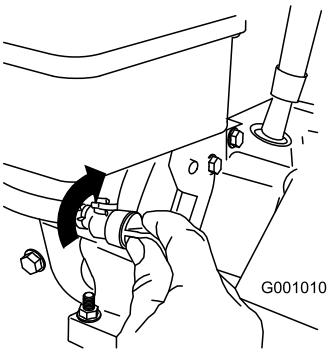

Bild 30
3. Schließen Sie den Kraftstoffhahn durch Drehen nach rechts (Bild 30).